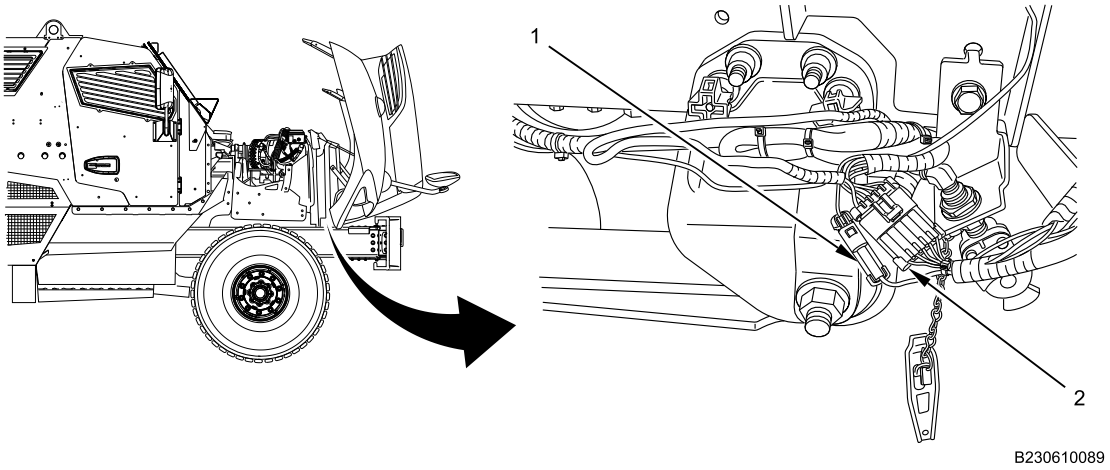

Figure 10. Front Bumper Right Harness Connections.
18. Disconnect one-pin connector (Figure 10, Item 2) and disconnect five-pin connector (Figure 10, Item 1).